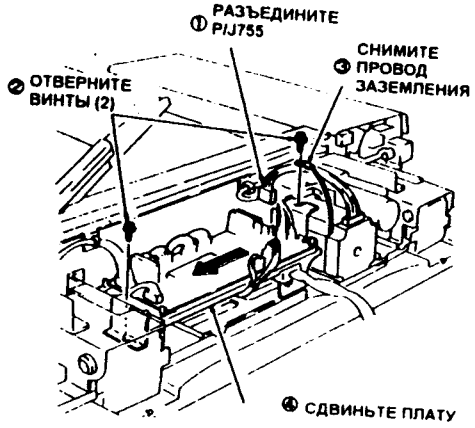

Рис. 1
3. (Рис. 1): Немного сдвиньте узел PWB управления DADF